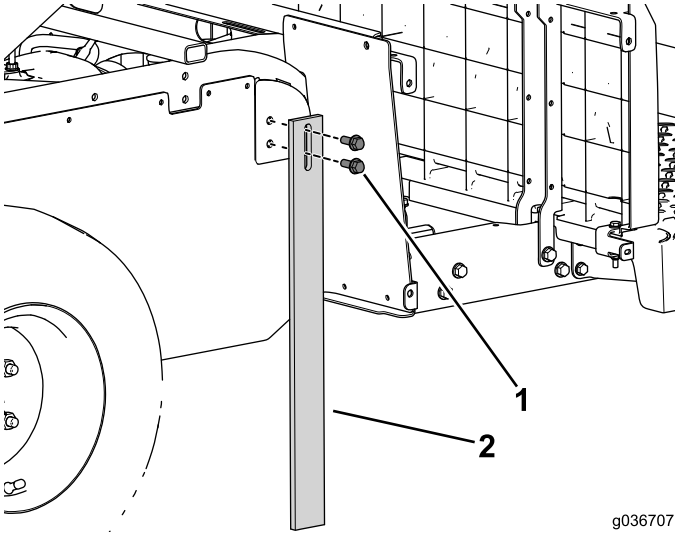

Bild 62
1. Befestigen Sie das Stützbein an der Maschine (Bild 62).